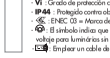

fig. 3
- Prendere l'apparecchio da incasso. Togliere il telaio frontale agendo sulle 2 viti tramite chiave esagonale **(fig. 3)**.
- Take the recessed light fitting. Remove the front frame acting on the 2 screws with a hexagonal key **(fig. 3)**.
- Prendre l'appareil à encastrement. Enlever le châssis frontal agissant sur les 2 vis avec clé hexagonale **(fig. 3)**.
- Das Einbaugerät nehmen und durch Lösen der 2 Schrauben mit Hilfe eines Inbusschlüssels den vorderen Rahmen entfernen **(Abb. 3)**.